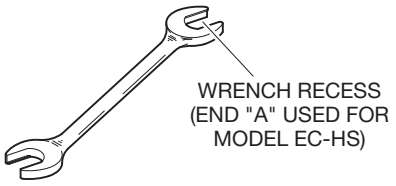

FIGURE 4
Step 3. Tighten the sprinkler into the sprinkler fitting using only the W-Type 6 Sprinkler Wrench shown in Figure 4.